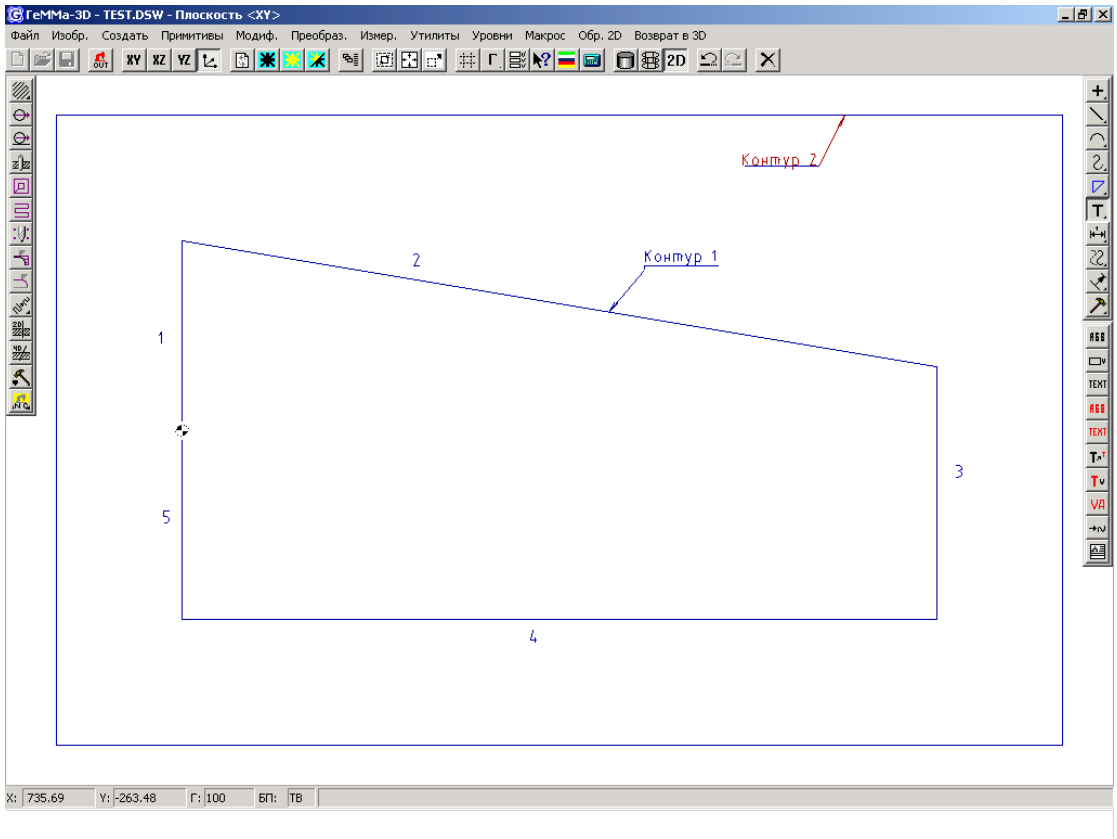

**Рис. 10**
**Шаг 1:** Построение ломаной, определяющей контур основания (1), и ломаной, определяющей базовый контур штампа (2) в 2D-редакторе (рис. 10).
*На экране появится построенный полигон, преобразованный в замкнутый* ***контур 1*** *голубого цвета (рис. 10).* |
| Для завершения ввода нажмите кнопку **«Завер.»** или правую кнопку мыши. Далее нажмите кнопку **«Отказ»,** или правую кнопку мыши, или клавишу < Esc>. | *На экране появится второй полигон, преобразованный в замкнутый* ***контур 2*** *голубого цвета (рис. 10).* |
| номер **1** (Рис.10) и нажмите левую кнопку мыши. | ***объект?»*** |
| Подведите курсор мыши к объекту номер **2** (Рис.10) и нажмите левую кнопку. | *Запрос в строке состояния: «**Этот объект?»*** |
| Аналогично выполните сопряжения следующих элементов (Рис.10):➢ элемент **2** с элементом **3** радиусом **35**➢ элемент **3** с элементом **4** радиусом **35**➢ элемент **4** с элементом **5** радиусом **30**После выполнения сопряжений нажмите кнопку **«Отказ»** или правую кнопку мыши (отказ от дальнейшего указания). | |
| В меню **«Параметры указания»** отметьте галочкой пункт **«Контур»** (если не отмечено). Подведите курсор к **контуру 1** голубого цвета (рис. 10) и нажмите левую кнопку мыши. | *Указанный объект выделится пунктирной линией и в строке состояния снова запрос:* ***"Укажите набор объектов"****.* |